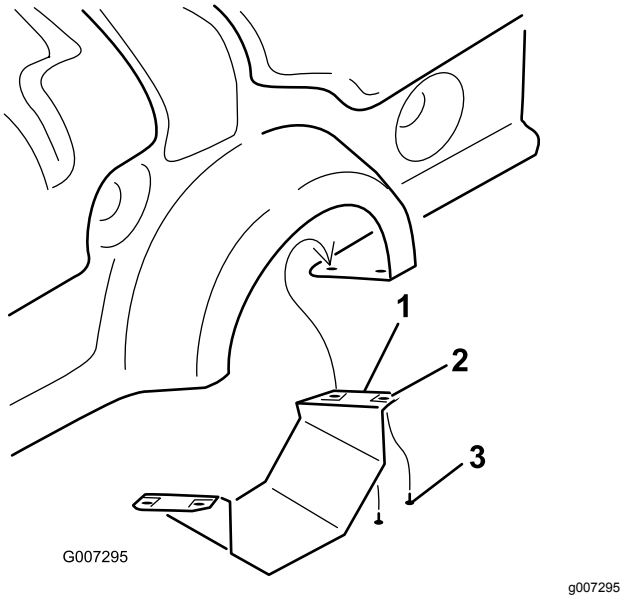

Figur 10
1. Kun for ProCore 864: fjern det nedre skyddet til kraftuttaket (Figur 10).